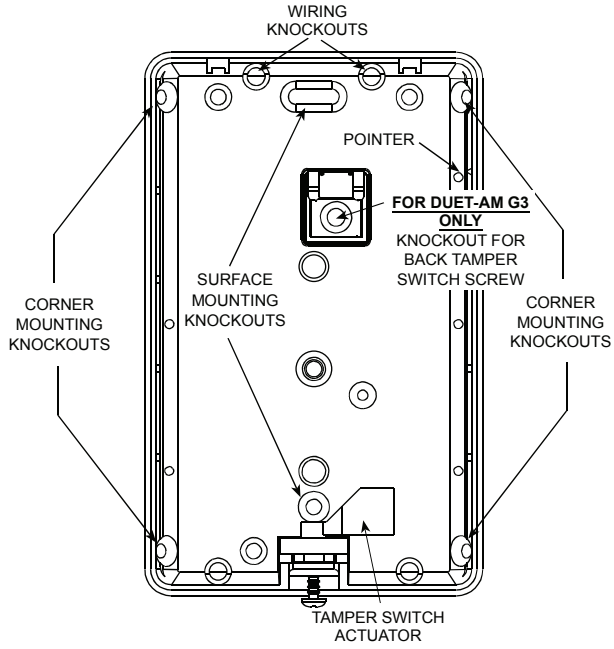

Figure 5. *Base after PCB Removal*
D. Refer to Figure 5 and punch out the mounting knockouts at the rear of the base (for surface mounting) or at the angled sides (for corner mounting). For DUET-AM G3, punch out also the back tamper screw knockout.
E. Punch out any one of the wiring knockouts shown in Figure 5.